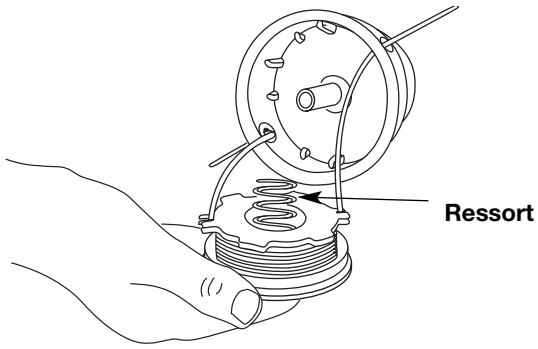

Fig. 20
13. Insérez les extrémités du fil dans les œillets de la bobine extérieure et placez le moulinet et le ressort dans la bobine (Fig. 20). Enfoncez le moulinet et la bobine ensemble. Tout en tenant le moulinet et la bobine, saisissez les extrémités et tirez fermement pour dégager le fil des fentes de retenue de la bobine.
5. Insérez les extrémités du fil dans les œillets de la bobine extérieure (Fig. 20).